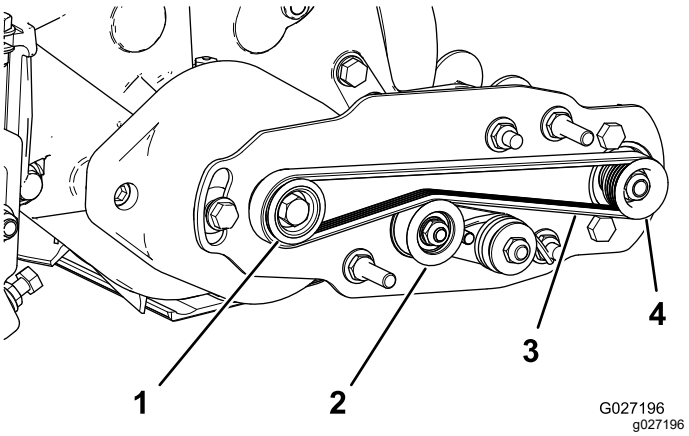

图 16
- 先缠绕**驱动**皮带轮周围的皮带然后再缠绕怠轮皮带轮顶部上方的皮带 图 16。